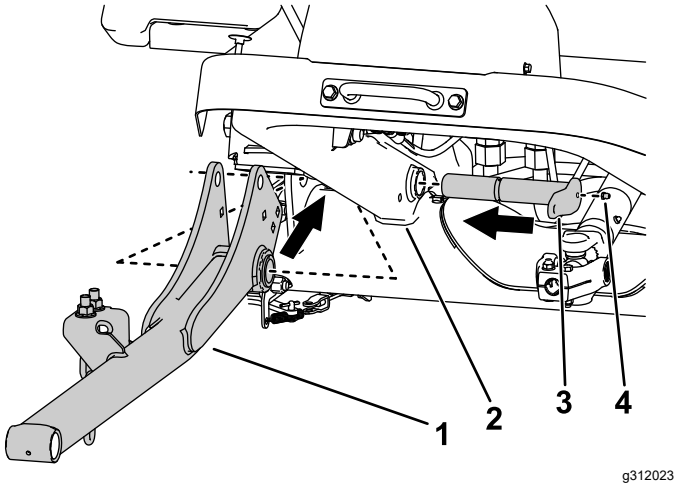

Bild 6
2. Verwenden Sie beide große Stifte, um die Hubarme am Maschinenrahmen zu befestigen (Bild 6).
3. Installieren Sie die Schmiernippel an den großen Stiften (Bild 6).